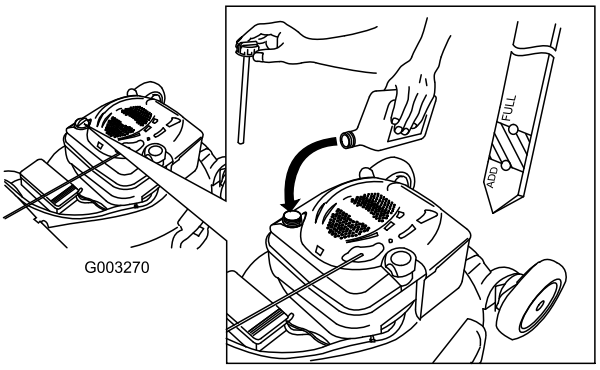

Figur 36
4. Hell olje **sakte** inn i oljepåfyllingsrøret til oljenivået når Full-merket på peilestaven (Figur 36). **Ikke fyll på for mye.** (Maks. påfyll: 0,59 l, type: rensende SAE 30-olje med API-serviceklassifisering SF, SG, SH, SJ, SL eller høyere.)